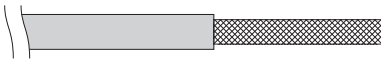

Abb. 4-9
(1) Den Kabelmantel vorsichtig entfernen, ohne den Geflechtschirm zu beschädigen. (Abb. 4-9)